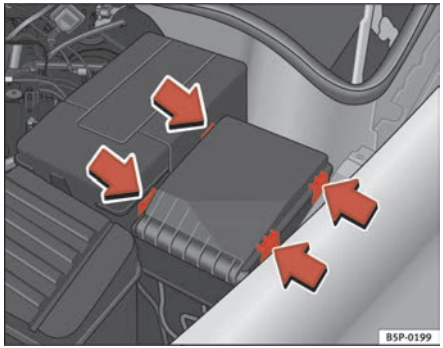

**Fig. 178 Fuse box cover in engine compartment**
– Prise off the fuse cover in the engine compartment by pressing the tabs towards the centre of the cover ⇒ fig. 178.